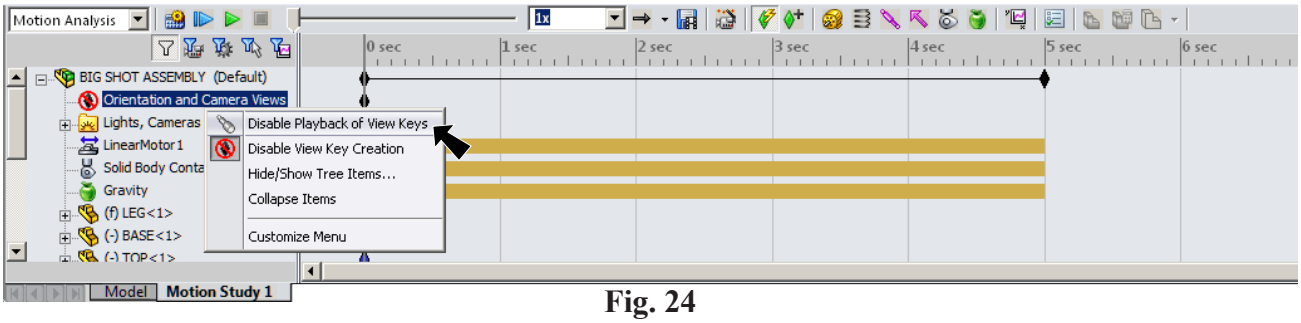

**Fig. 24**
Step 1. **Right click** **Orientation and Camera Views** in the Motion Manager design tree and click **Disable Playback of View Keys**, **Fig. 24**. Disabling View Keys will allow viewing Motion Study from any view.